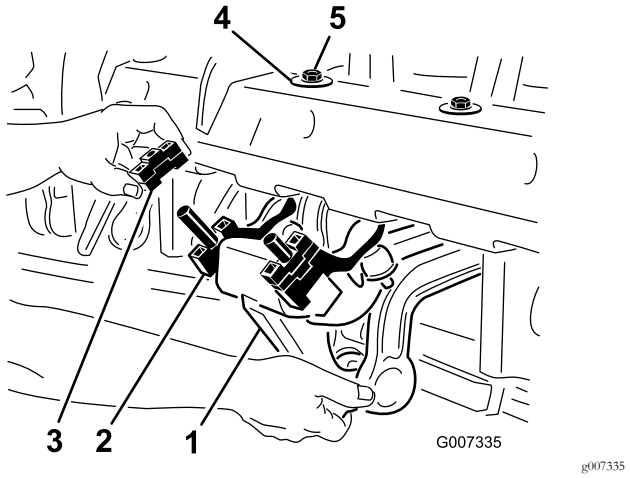

Figuur 26
1. Verwijder de 2 borgmoeren (½") waarmee de Rotalink-demper bevestigd is aan de onderkant van het frame van de beluchtingskop (Figuur 26).
2. Laat de demper zakken zodat u bij de afstandsstukken kunt komen (Figuur 26).
4. Breng de demper weer aan op het frame van de beluchtingskop. Zorg dat de D-ring tegen het frame van de beluchtingskop gemonteerd is; zie Figuur 26. Draai de 2 borgmoeren vast.